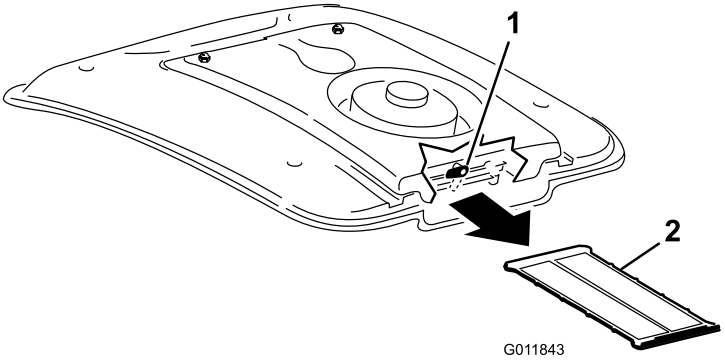

図 90
2. ファンマウントの後部についているラッチを上に回して横向きにする図 90。
3. エアコンコイルからスクリーンを引き出す図 90。
4. スクリーンを圧縮空気でていねいに洗浄する図 90。